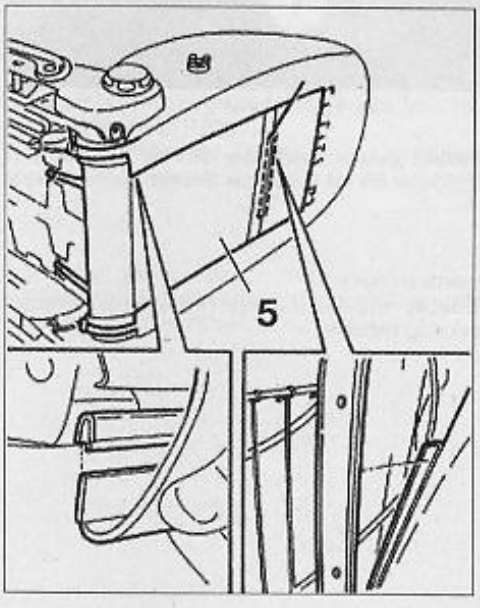

FIG. 15
• Déposer la garniture arrière (5) du dossier de siège (**Fig.15**).